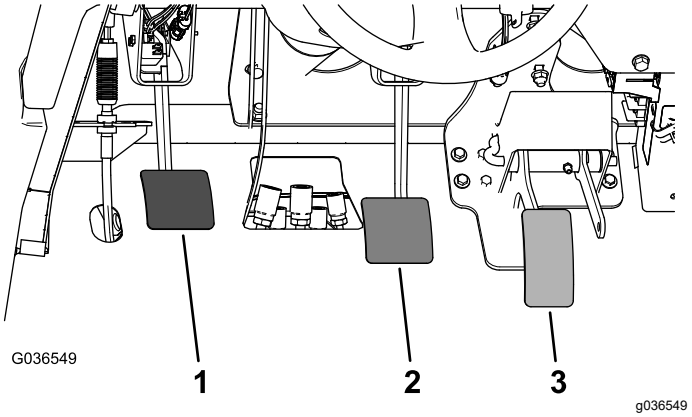

**Bild 59**
2. Heben Sie das Bremspedal an (Bild 59), bis es den Rahmen berührt.
3. Lösen Sie die Klemmmuttern, mit denen das Joch an der Hauptzylinderwelle befestigt ist (Bild 59).